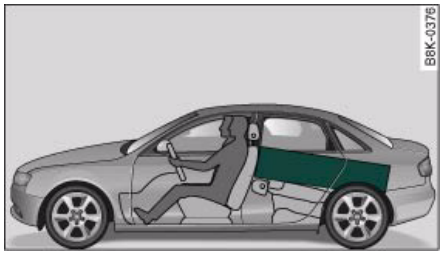

Fig. 82 Heavy items should be placed as far forwards as possible.
– Position heavy items as far forward as possible ⇒ fig. 82.